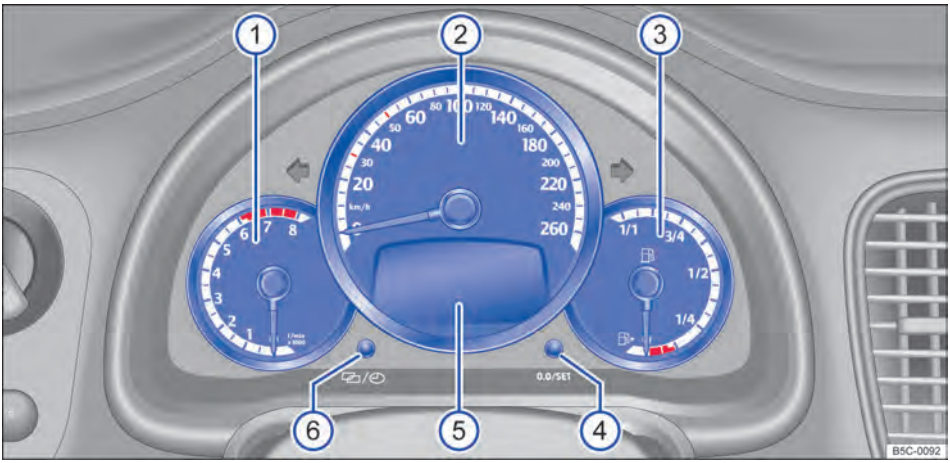

Fig. 13 Instrumento combinado no painel de instrumentos.
Esclarecimento dos instrumentos ⇒ Fig. 13:
De acordo com o equipamento do veículo, é possível que sejam exibidas diferentes informações no display do instrumento combinado ⇒ Fig. 13 ⑤: ▶